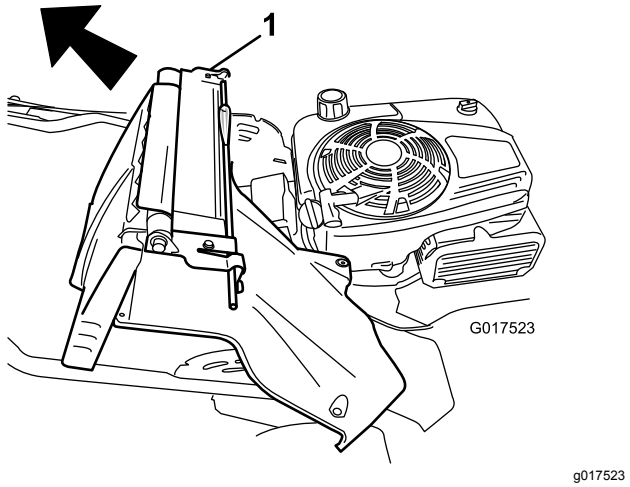

Rysunek 37
7. Zdemontuj drzwi tylne i zespół dźwigni blokady uchwytu (Rysunek 37).